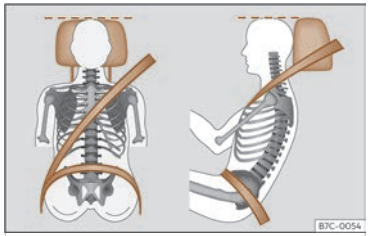

Fig. 17 Correct belt web and headrest positions
- Adjust the head restraint so that its upper edge is, as far as possible, at the same level as the top of your head, as close to eye level as possible[1] >>> page 126. Keep the back of your neck as close as possible to the headrest >>> Fig. 17.
- Adjust the seat lengthwise so that you can press the pedals fully down with your knees slightly bent and there is a distance between the knee area and the dash panel of at least 10 cm (4 inches) >>> Fig. 17.